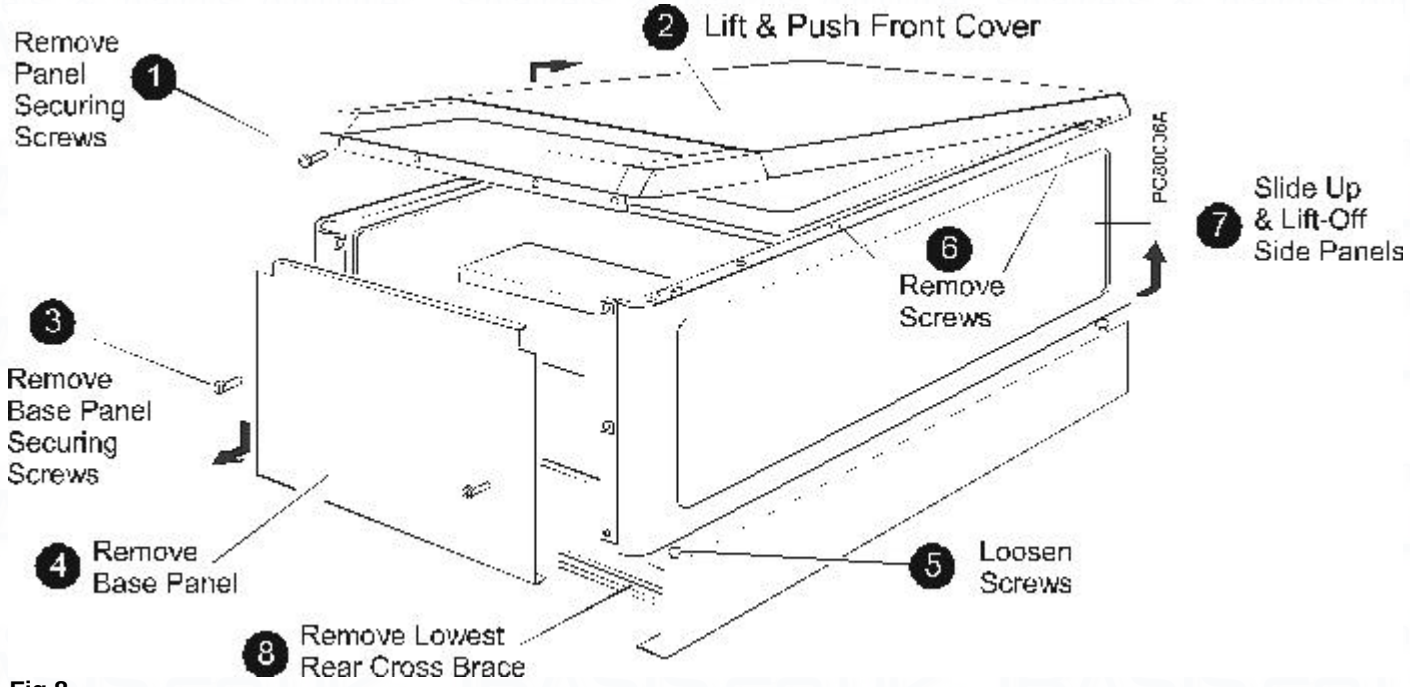

Fig 8
2. Remove the white front case as follows; undo the two securing screws at the base of the panel, pull the base of the panel forward approx. 50 mm and lift off the supporting top hooks. (Fig. 8)